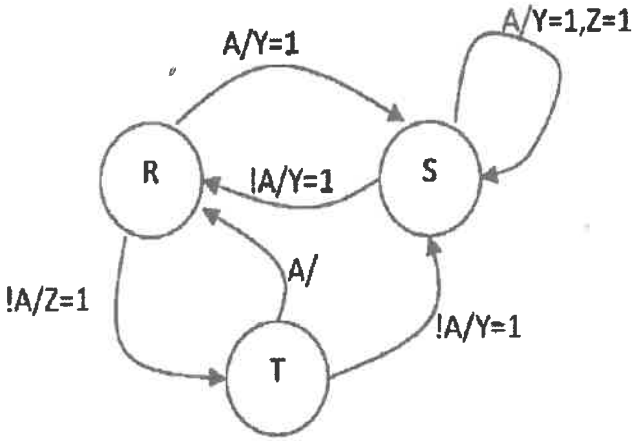
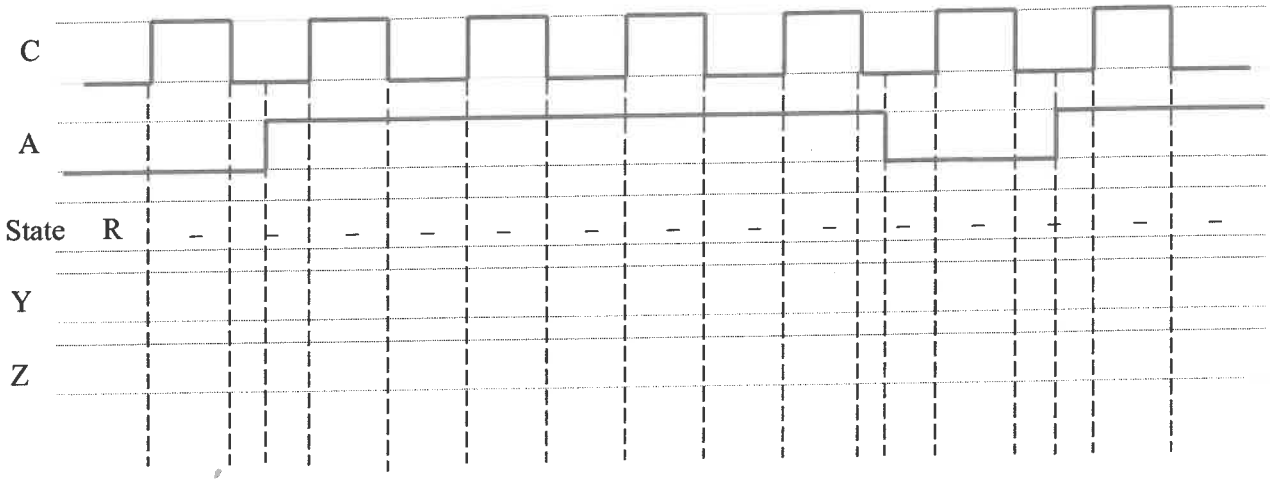

Fig Q1A FSM State Diagram
Figure Q1B
1. A FSM has one input A and two outputs Y and Z. Complete the timing diagram for the positive edge triggered FSM shown in Figure Q1A below. The timing diagram should be completed on the attached page, Figure Q1B, and submitted. Assume all outputs are zero unless shown and the initial state is R. [10]